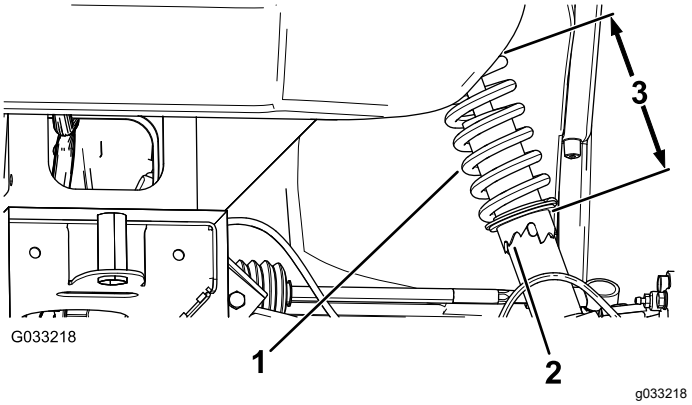

Figur 58
1. Brug værktøjet (Toro-delnr. 132-5069) til at dreje muffen på støddæmperen for at regulere fjederens længde (Figur 58).